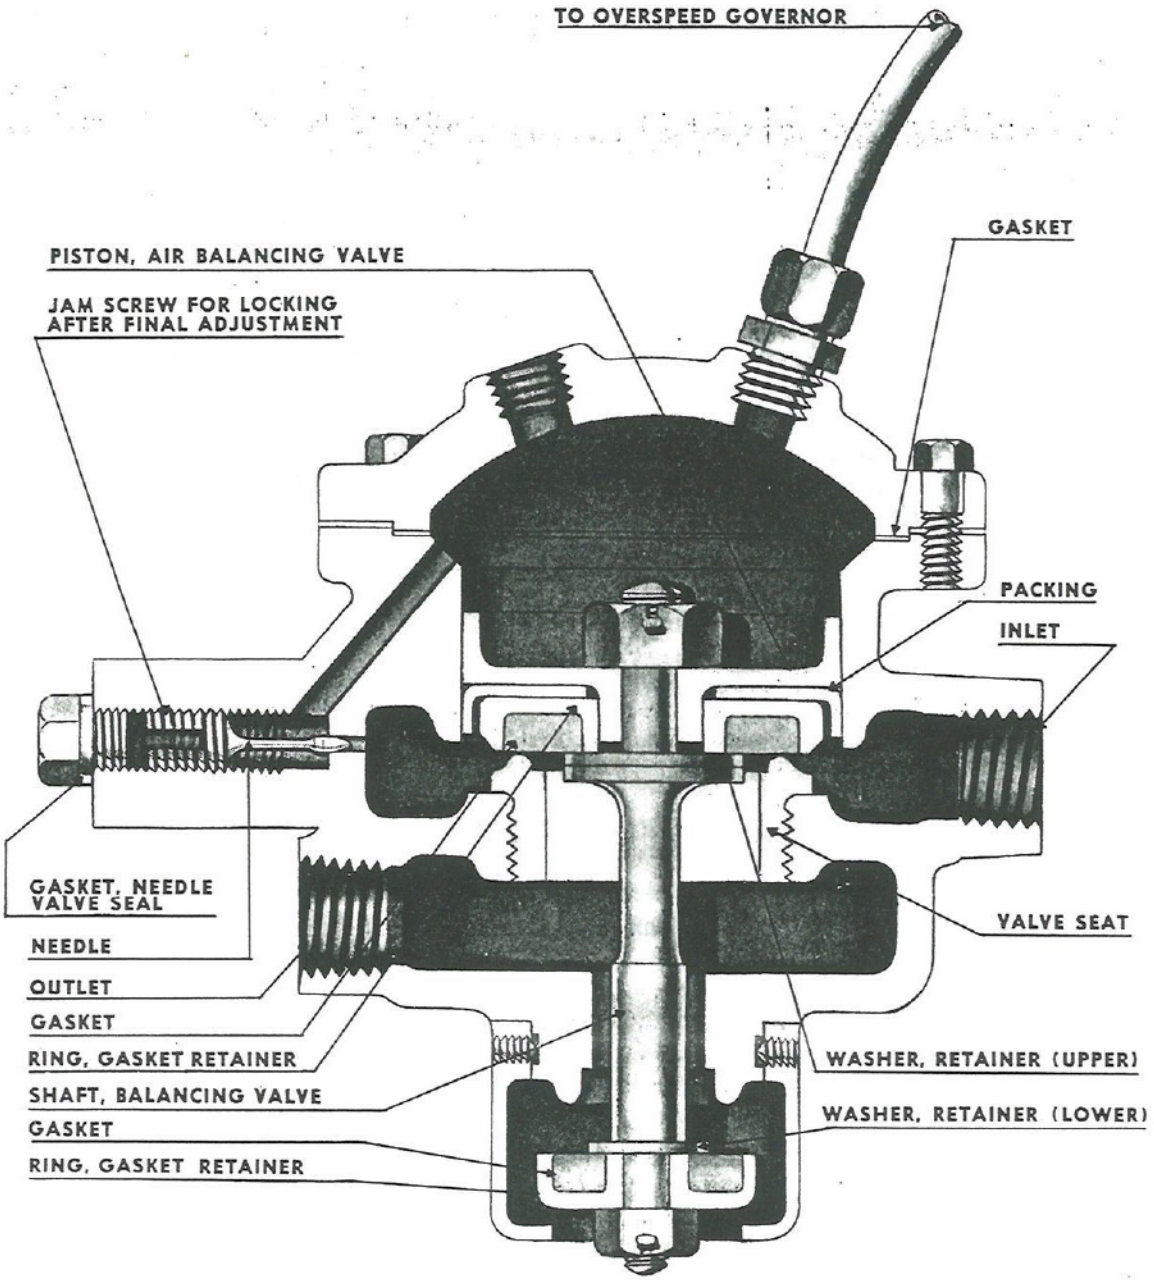

Fig. 53. Balancing Valve on Overspeed Governor
c. In Fig. 53 the balancing valve is shown with the tubing leading to the pilot valve on the overspeed governor. The balancing valve, located on the housing of the reversing mechanism air motor, is continually under air pressure. However, the air pressure on both the top and bottom of the piston is equalized so that the piston remains stationary and the valve remains closed. The principle of the balancing valve is fully explained in par. 69. The equalized air pressure in the balanced valve is upset if the overspeed governor is put into operation. The movement of the overspeed governor arm, opening the pilot valve, drains off the air pressure from the top of the balancing valve piston. This opens the valve and the compressed air passes through the valve into the air header and enters the fuel tappet assemblies of the fuel pumps. The air pressure raises the tappets and prevents them from contacting the fuel cams. This stops delivery of the fuel to the engine. When the engine speed returns to below the maximum permissible, the overspeed governor stops and the spring pressure on the pilot valve closes this valve. This permits the air pressure in the upper chamber of the balancing valve to build up and close the valve.